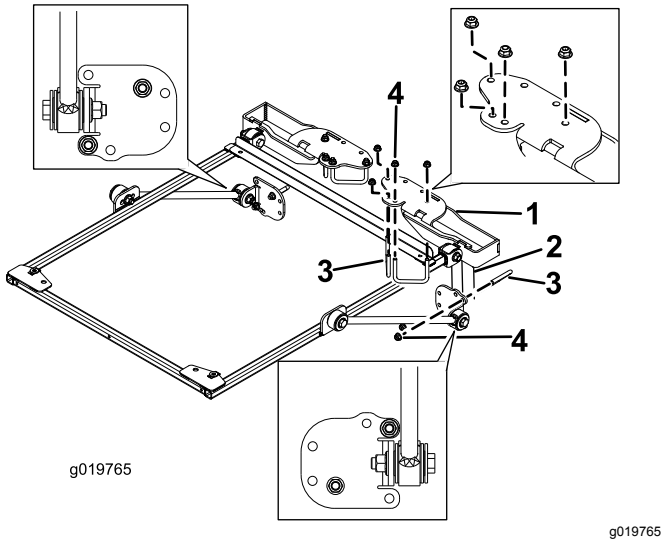

Рисунок 15
9. Установите монтажные кронштейны ROPS на верхнюю часть защитной дуги тягового блока (Рисунок 15).
10. Используя монтажные отверстия, показанные на Рисунок 15, прикрепите каждый монтажный кронштейн к верхней части защитной дуги с помощью 2 U-образных болтов (2¾ дюйма) и 4 фланцевых гаек.
11. Используя монтажные отверстия, показанные на Рисунок 15, прикрепите, не затягивая, каждый кронштейн подпорки к стойкам защитной дуги с помощью U-образного болта (2¾ дюйма) и 2 фланцевых гаек.